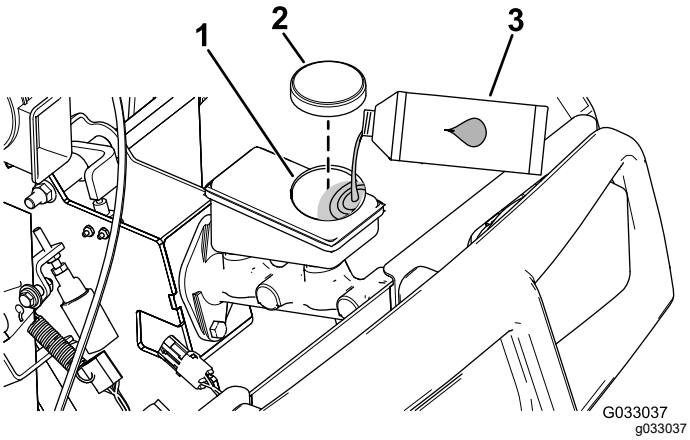

Figura 54
4. Eleve el capó para acceder al cilindro del freno principal y al depósito (Figura 54).
A. Limpie la zona alrededor del tapón del depósito y retire el tapón (Figura 54).
C. Coloque el tapón del depósito (Figura 54).